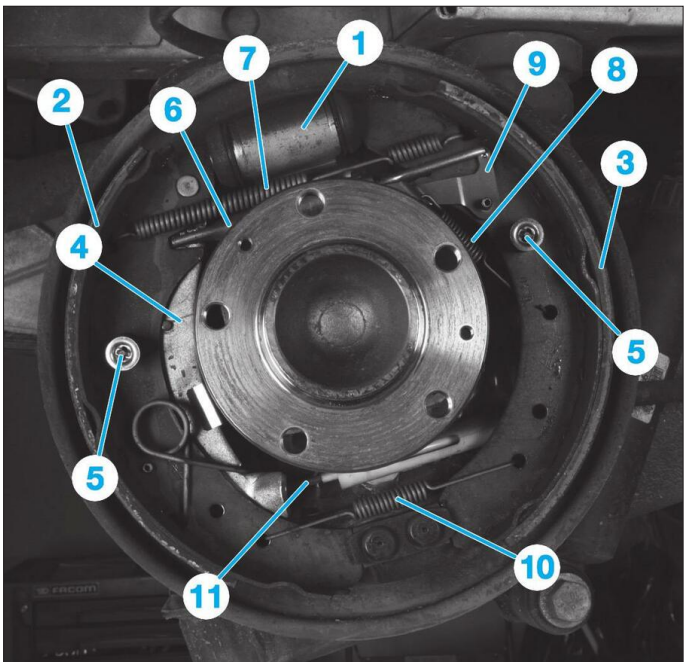

Fig. 7
• Placer une pince de maintien sur les pistons du cylindre de frein (1) (**Fig.7**).
• Déposer les mécanismes de maintien latéral (5) des segments de frein, pour cela enfoncer les coupelles puis les tourner d'un quart de tour.
• Déposer le ressort de rappel inférieur (10) à l'aide d'une pince à ressorts.
• Resserrer les segments à leur partie inférieure et les dégager du cylindre récepteur (1).
• Désaccoupler le câble de frein de stationnement (11) sur le levier de frein de stationnement (4).
• Installer le levier de frein de stationnement (4) sur le segment tendu (2).
• Poser le ressort de rappel supérieur (7), utiliser une pince à ressorts.